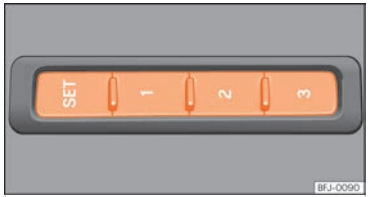

Fig. 100 Al lateral exterior del seient del conductor: tecles de memòria.
- Premeu la tecla SET durant més d'1 segon ››› fig. 100.